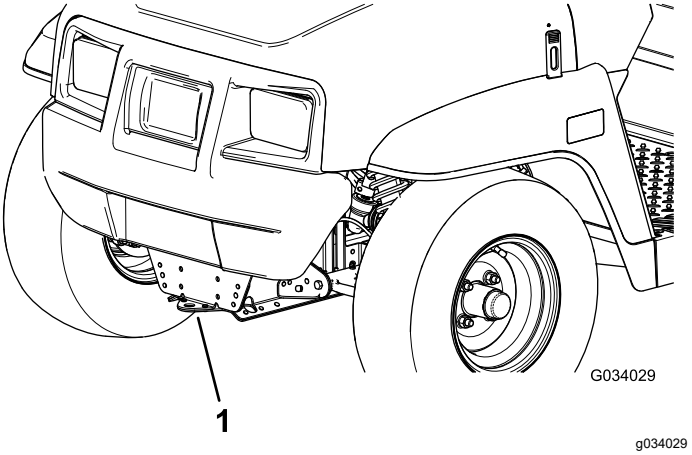
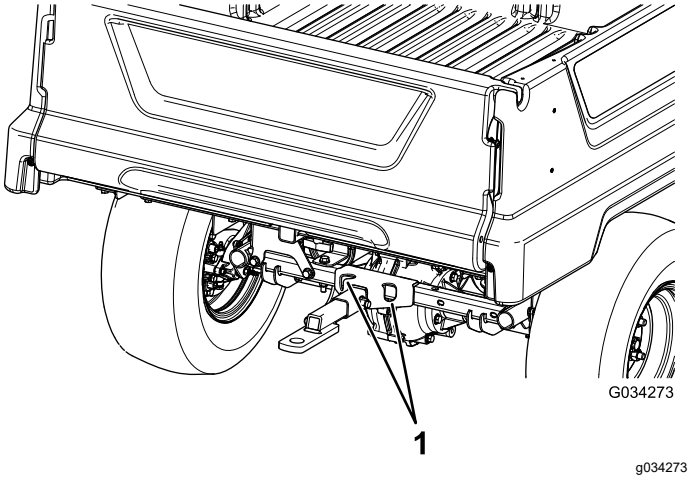

Figur 21
Figur 22
Se Figur 21 og Figur 22 for informasjon om festepunktene på maskinen.
2. Fest et tau til koblingsarmen på frontrammen (Figur 21).